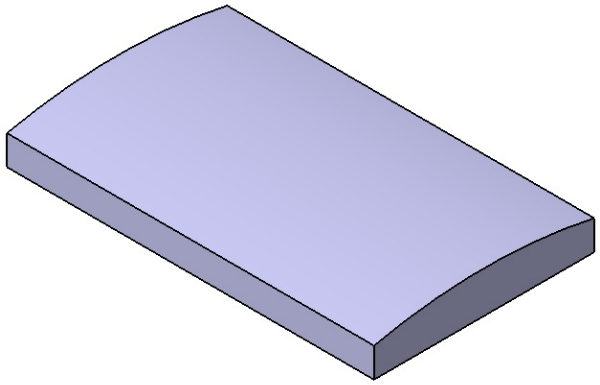

Figure 6-106 *The model after creating the base feature*
4. Select the **Mirrored extent** check box and choose the **OK** button from the **Pad Definition** dialog box. The model after creating the base feature is shown in Figure 6-106.